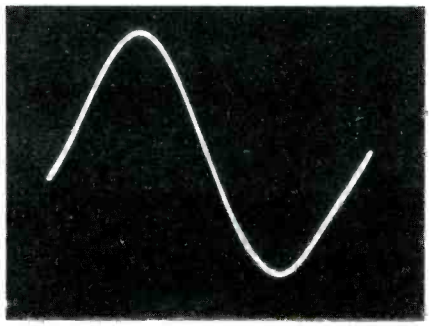

Fig. 7—Acoustic output of the woofer at 30 Hz and 97 dB SPL. Free-field conditions as noted previously. (Oscilloscope of microphone output).
Nevertheless, it is desirable to assess the performance of a new device in terms of practical use, and an attempt will be made to present the low bass capability in a manner that will allow the reader to make his own evaluation. We need to decide on the lowest frequency to be reproduced, the SPL it is to be reproduced at, and the amount of distortion to be tolerated. Let's set the low frequency at 30 Hz as mentioned earlier, the SPL at 100 dB (extended listening at levels much higher than this can cause hearing impairment), and the distortion limit on the order of 5 percent (this level of distortion is tolerated in loudspeakers designed for demanding use at higher frequencies and lower volume levels than we are talking about here). At 30 Hz and radiating into 180 deg. free-field, the distortion at 97 dB SPL at one meter is 5.2 percent. Now if we move the speaker into the listening room, place it against a wall and add another unit for stereo use, the SPL will double and will be 100 dB. In an "average" room of 2500 cubic feet, and at this low frequency, the reverberant field SPL should equal the direct field SPL at about one meter (8), so the 100 dB SPL should prevail in the listening area. On this basis, we have a woofer in a two-cubic-foot box, flat to 30 Hz, with a stereo pair producing 100 dB SPL at 30 Hz in the listening area at a distortion level of only 5.2 per cent, and with a power input to each of only 10 watts. If the SPL is lowered to 95 dB, the harmonic distortion drops to 2.3 percent, and at 90 dB it is 1 percent. This 5.2 percent low-bass harmonic distortion in a woofer still allows for a surprisingly clean waveform, if clipping of the peaks and sharp aberrations are missing. Figure 7 is an oscilloscope